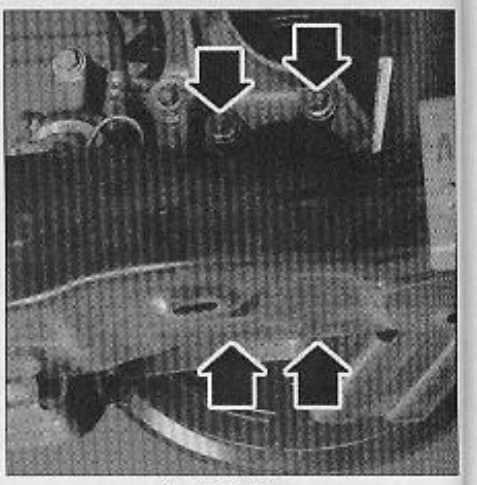

FIG. 21
• Déposer les quatre vis du moyeu (Fig.21).